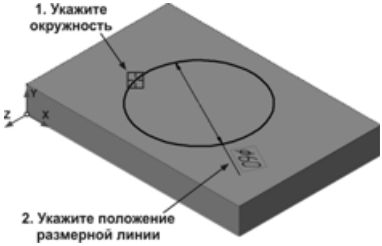

Рис. 2.54
- Включите кнопку **Диаметральный размер** на панели **Размеры**. В ответ на запрос системы **Укажите окружность или дугу для построения размера** щелкните мишенью в любой точке окружности (рис. 2.54).
- Расположите размерную линию, как на рис. 2.54, и зафиксируйте ее щелчком мыши.